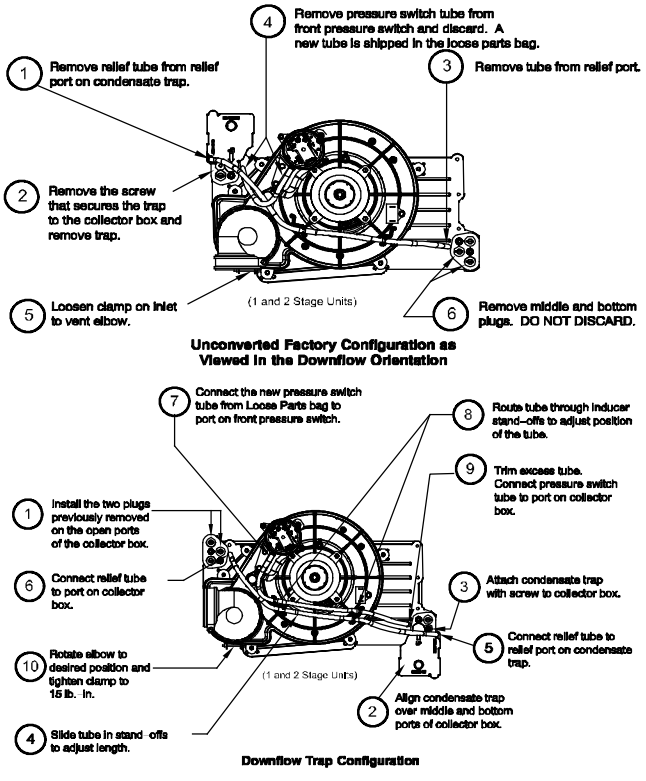

Fig. 9 - Downflow Trap Configuration (Appearance may vary)
When the furnace is installed in the downflow position, the condensate trap will be initially located at the upper left corner of the collector box, as received from the factory. See the top image in Fig. 9. When the furnace is installed in the downflow orientation, the condensate trap must be relocated for proper condensate drainage. See the bottom image in Fig. 9.
- Fig. 9 shows the condensate trap and tubing before and after relocation. Refer to Fig. 9 to begin the trap conversion.